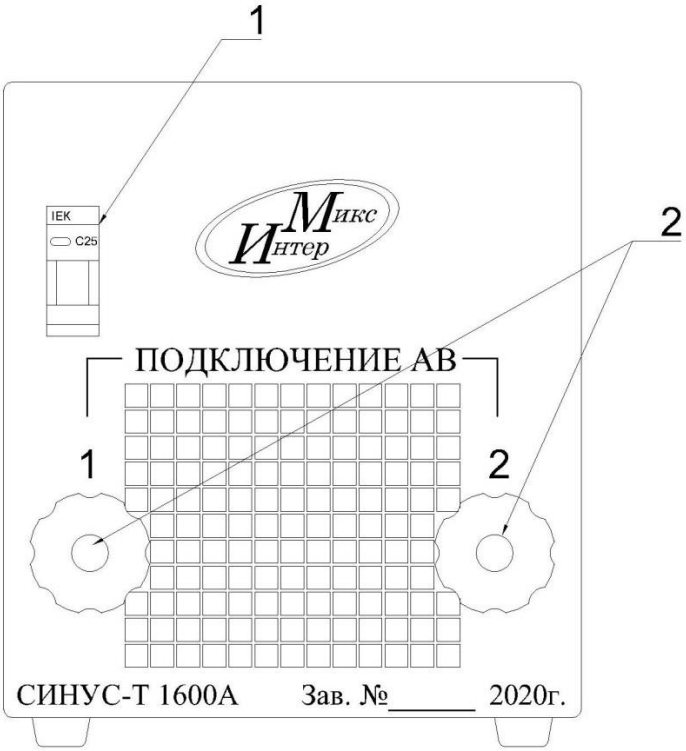

Рис.1. Передняя панель Комплекта СИНУС-Т 1600А
4.3.1. На передней панели Комплекта находятся (рис.1):